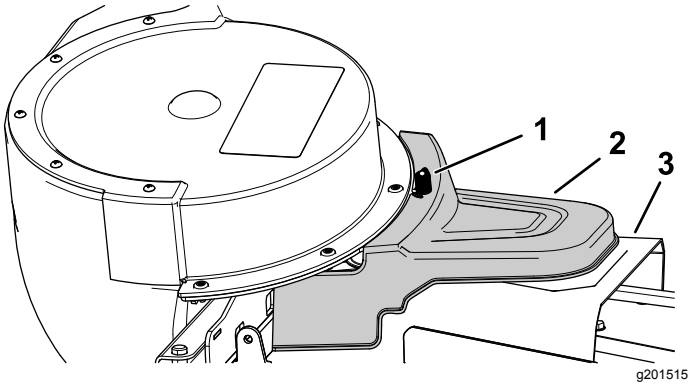

Figuur 27
5. Monteer de kap van de aangedreven grasvanger over de riemkap, en bevestig door de knop aan te draaien (Figuur 27).